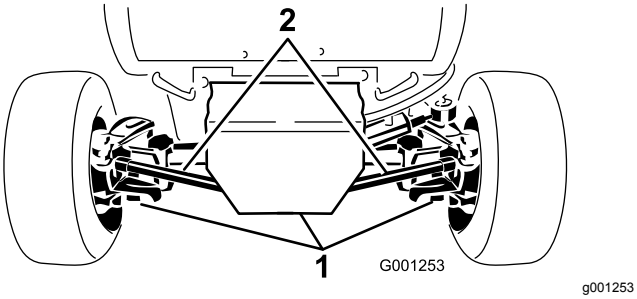

Figur 61
2. Rengjør området rundt de tre tappepluggene (Figur 61).